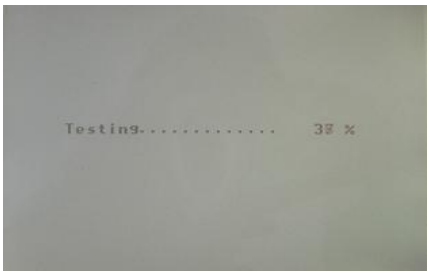

图 7 测试过程中
(8)测试：调整方法同上，使光标指向“测试”，按确认进入测试，出现图 7 所示测量画面。